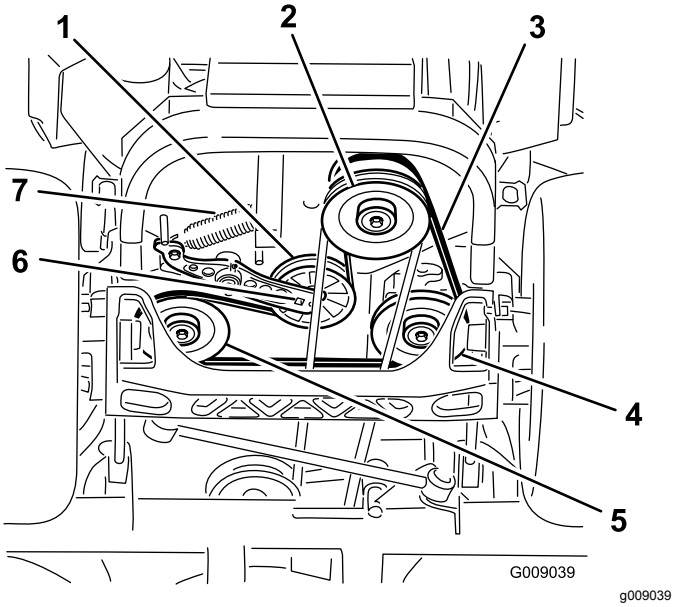

Figuur 83
4. Breng de machine omhoog en ondersteun ze met assteunen (Figuur 83).
5. Gebruik een ratelsleutel in de vierkante opening in de arm van de spanpoelie om de veer te verwijderen (Figuur 83).
6. Haal de veer van de arm van de spanpoelie (Figuur 83).
9. Gebruik een ratelsleutel in de vierkante opening in de arm van de spanpoelie om de veer aan het frame te bevestigen (Figuur 83).